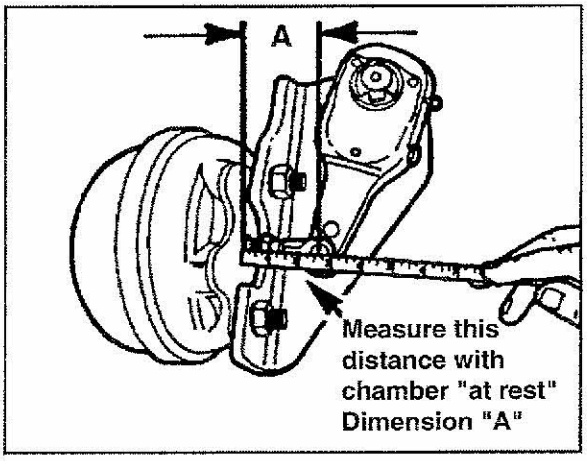

Fig. 3
1. Measure from the brake chamber face to the center of the clevis pin at all wheel locations (see **Fig. 3).**